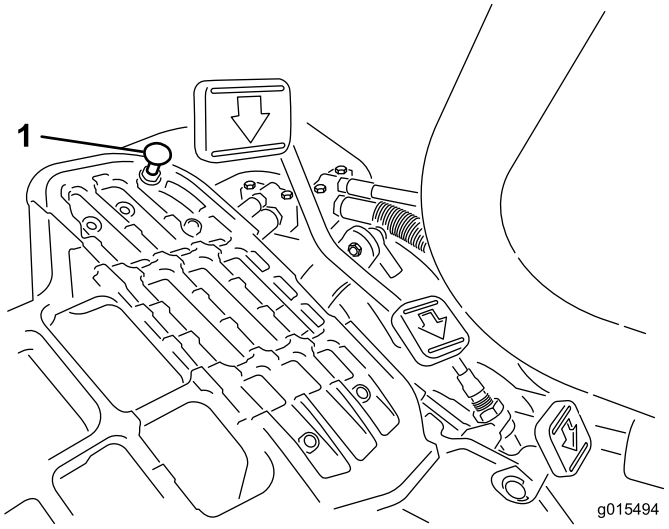

Figur 49
Tryck ner bromspedalen. Det behövs en justering om pedalen vidrör stoppet (Figur 49) innan anspänningen känns i kabeln:
1. Lossa låsmuttrarna till huvudskruvarna med fläns som fäster pedalstoppet vid golvplattan (Figur 49).